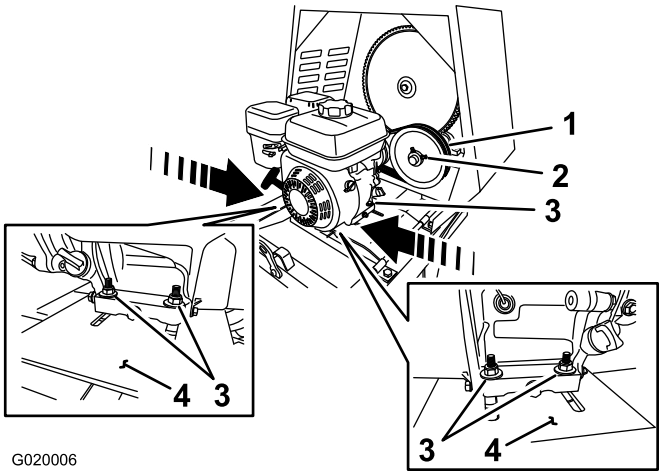

Figura 71
B. Afloje los pernos y las tuercas que sujetan el motor a la chapa del motor (Figura 71).
- **Para aumentar la holgura**–**Aleje** el motor de la polea tensora (Figura 71).
- **Para reducir la holgura**—**Acerque** el motor a la polea tensora (Figura 71).